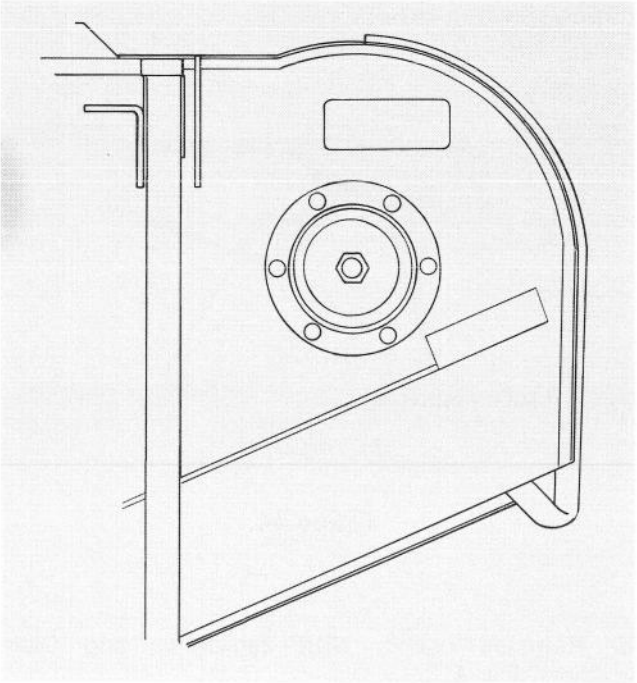

Figure 47
5. Remove six carriage bolts and flange nuts holding spindle housing assembly and support ring against cutting unit (Fig. 47). Slide spindle housing assembly out bottom of cutting unit.